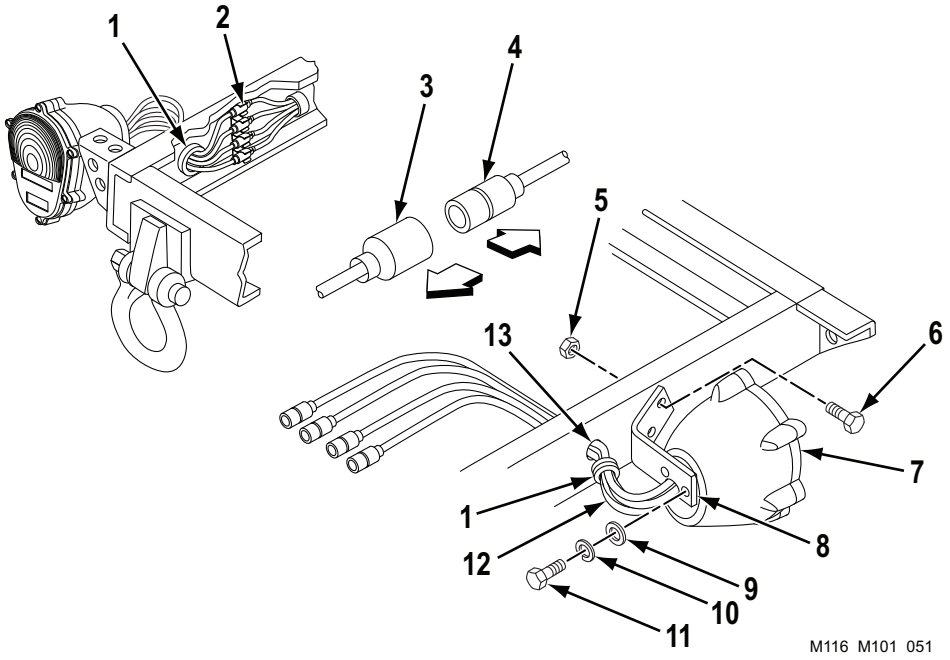

Figure 3. Composite Stoplight-Taillight Removal.
1. Remove four composite stoplight-taillight connectors (Figure 3, Item 3) and chassis wiring harness connectors (Figure 3, Item 4) from clip (Figure 3, Item 2) and disconnect connectors (Figure 3, Items 3 and 4).
2. Remove grommet (Figure 3, Item 1) from hole (Figure 3, Item 13) in frame.
3. Pull four wires (Figure 3, Item 12) of composite stoplight-taillight (Figure 3, Item 7) through hole (Figure 3, Item 13) in frame.
4. Remove two cap screws (Figure 3, Item 11), lockwashers (Figure 3, Item 10), and washers (Figure 3, Item 9) and composite stoplight-taillight (Figure 3, Item 7) from bracket (Figure 3, Item 8). Discard lockwashers (Figure 3, Item 10) and washers (Figure 3, Item 9).
5. If bracket (Figure 3, Item 8) is damaged, remove two self-locking nuts (Figure 3, Item 5) and cap screws (Figure 3, Item 6) and bracket (Figure 3, Item 8) from frame. Discard self-locking nuts (Figure 3, Item 5).